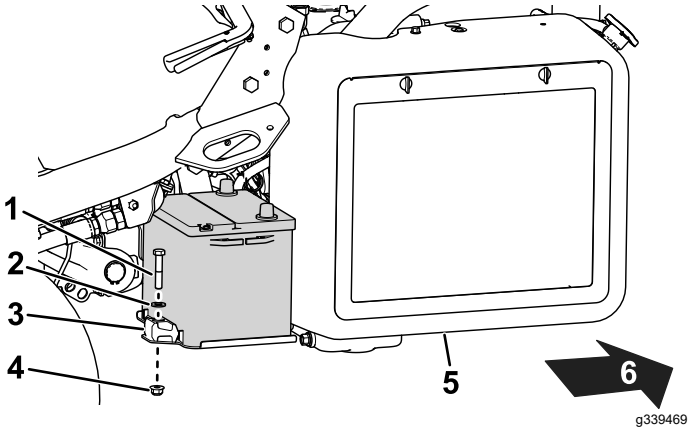

Figuur 42
2. Verwijder de bevestigingen waarmee de accu aan de bak is vastgemaakt (Figuur 42) en til de accu eruit.
5. Plaats de accu op de accubak en bevestig hem met de eerder verwijderde stangen en bevestigingen (Figuur 42).